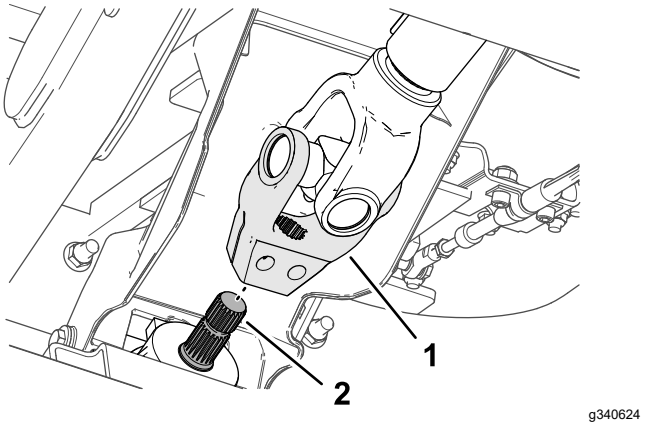

**Figuur 18**
5. Lijn de sleuven in het aandrijfasjuk uit op de sleuven van de ingaande as van het werktuig (Figuur 18), en schuif het juk over de as.